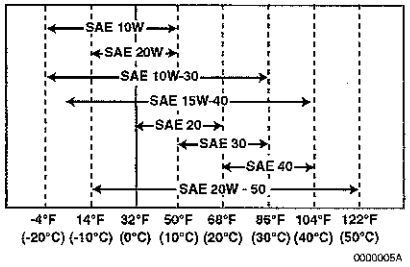

Figura 3
3. Selezionare la viscosità dell'olio in base alla temperatura ambiente dove verrà utilizzato il motore. Vedere la tabella SAE della viscosità di utilizzo (SAE Service Grade Viscosity Chart) **(Figura 3)**.
Selezionare la corretta viscosità dell'olio in base alla temperatura ambiente e utilizzare la tabella SAE della viscosità di utilizzo (SAE Service Grade Viscosity Chart) nella **Figura 3.**